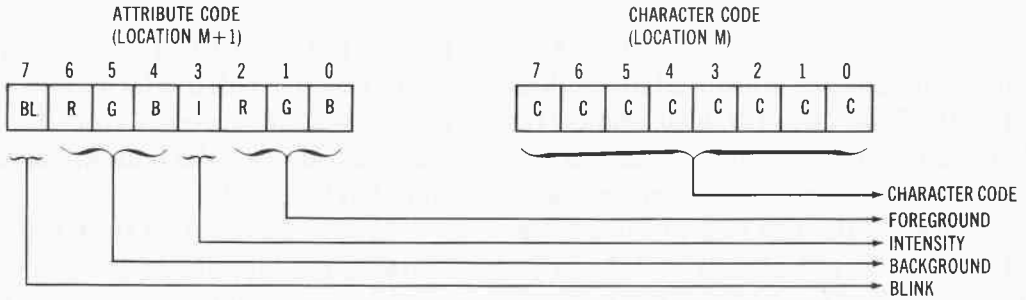
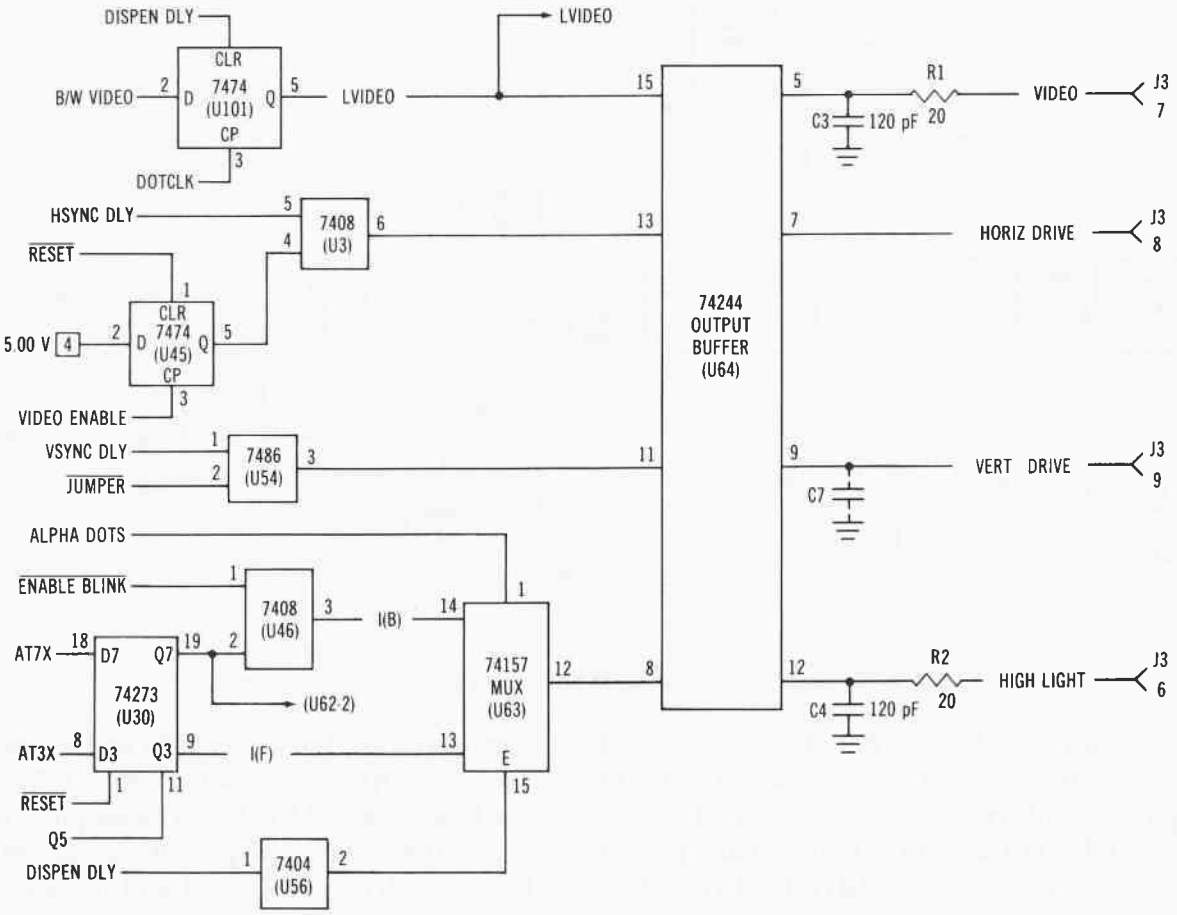

Fig. 2-77. Character and attribute codes.
Fig. 2-81. Monitor adapter video output circuitry.
Up to 256 different character codes can be stored in the 4K display buffer. Each character is represented by a unique character and attribute code pair, as shown in Fig. 2-77. Even address locations hold the character codes; odd address locations contain the attribute information. A character code and an attribute code are fetched from the display buffer every 552 ns producing a video data rate of 1.8 megabytes per second. The contents of this 4K buffer can be read into the system board by DMA action.
is shown in Fig. 2-81. B/W VIDEO is clocked through U101 and U64 to become the VIDEO dot pattern information passed out J3 pin 7. HSYNC DLY is ANDed in 74LS08 U3 and passed through U64 to become HORIZ DRIVE pulses on J3 pin 8, and VSYNC DLY is exclusive ORed in 74LS86 U54 and buffered through U64 to become VERT DRIVE pulses on J3 pin 9.
The fourth important output from this logic circuitry is the intensity signal (HIGH LIGHT) on J3 pin 6. Figure 2-81 shows that this signal originates from the high bit (AT7X) of the attribute byte coming out of the 2K attribute RAM. As described with Fig. 2-77, the high bit can be toggled to turn on and off the blink function. Bit 3 (AT3X) of the attribute word is used to control the intensity of the character being displayed. Buffered attribute bits AT3X and AT7X are latched into two flip-flops in 74LS273 octal D flip-flop U30. The Q7 output (pin 19) is ANDed with (ENABLE BLINK)* to produce a bright blinking character control intensity blink signal I(B) on pin 3 of U46. The Q3 output (pin 9) is the full intensity control signal I(F).